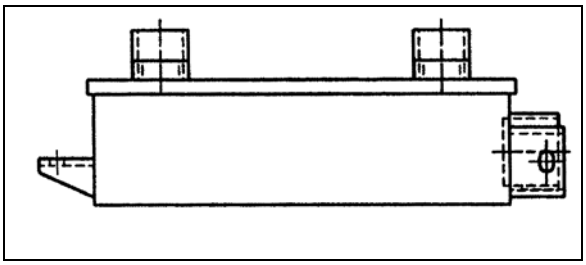

FIGURE 8: REFROIDISSEUR AVEC RALENTISSEUR
2. Débrancher du refroidisseur d'huile les deux boyaux de boîte de vitesses. Boucher les extrémités et raccords du boyau pour éviter la contamination de l'huile (FIGURE 8).